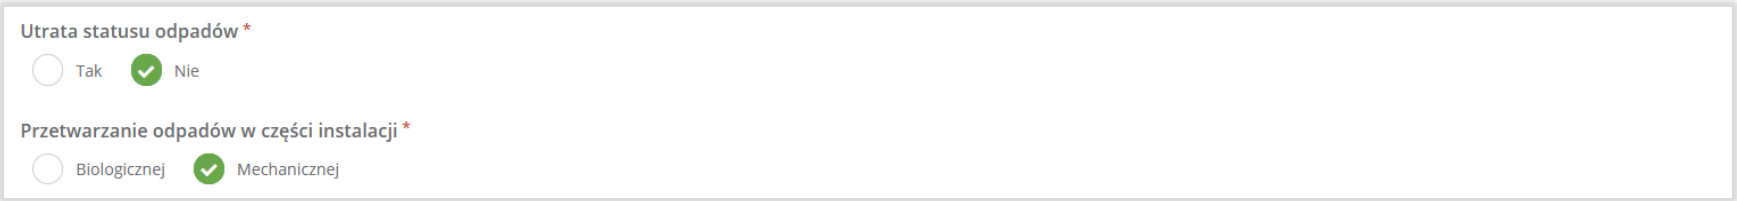

Rysunek 19 Utrata statusu odpadów oraz przetwarzanie odpadów w części instalacji biologicznej oraz mechanicznej
- w której części instalacji nastąpiło przetwarzanie odpadów poprzez zaznaczenie odpowiedniego pola wyboru biologicznej lub mechanicznej (pole wyboru dotyczy wyłącznie rodzaju instalacji do MBP przetwarzania odpadów). **[RYSUNEK 19]**